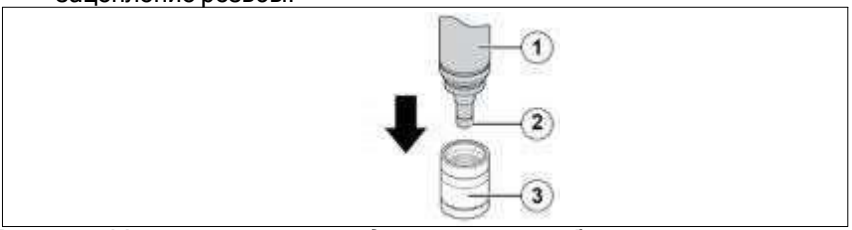

Рис. 7: Установите корпус датчика на мембранную крышку
- При навинчивании крышки мембраны убедитесь, что клапан не перекрыт (см. рис. 7, стр. 18).